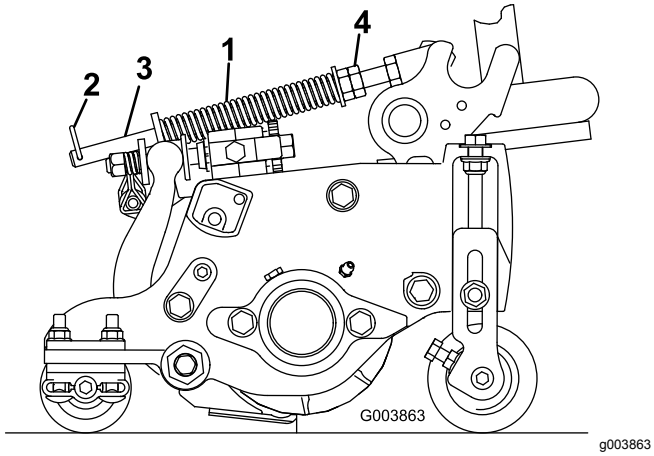

Figuur 15
De gazoncompensatieveer (Figuur 15) zorgt ervoor dat het gewicht van de voorste naar de achterste rol wordt verplaatst. Dit voorkomt dat er een golfpatroon in de grasmat ontstaat, ook wel bekend als 'bobbing'.
1. Monteer de borgpen in de achterste opening in de veerstang (Figuur 15).
2. Draai de zeskantige moeren op het voorste uiteinde van de veerstang vast totdat de lengte van de samengedrukte veer 12,7 cm bedraagt op de Reelmaster 5410 met 12,7 cm maaidekken of 15,9 cm op de Reelmaster 5510 met 17,8 cm maaidekken; zie Figuur 15.